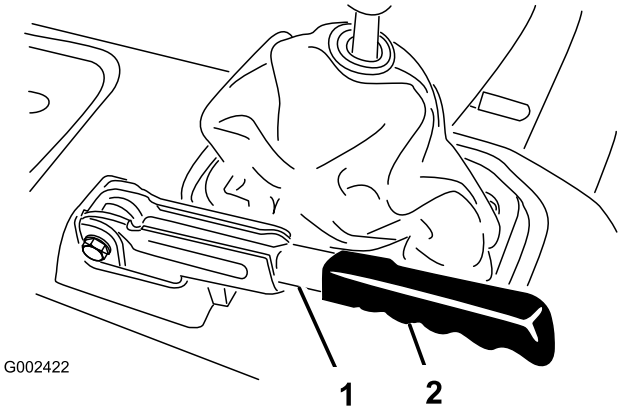

Figuur 60
1. Verwijder de rubberen handgreep van de parkeerremhendel (Figuur 60).